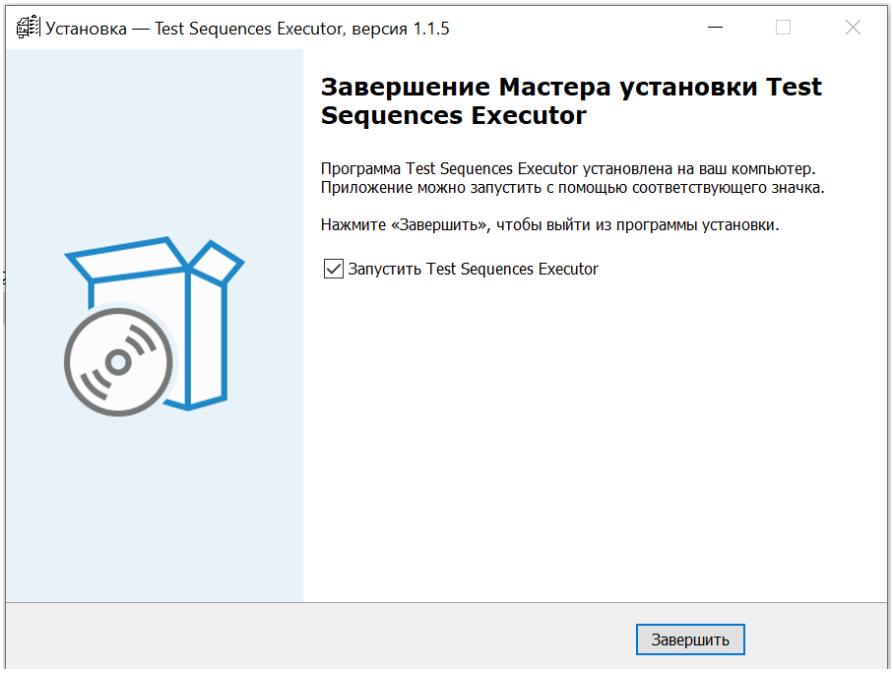

Рисунок 4.5. Окно завершения установки TSE.
1. После успешной установки появится заключительное окно (Рисунок 4.5).